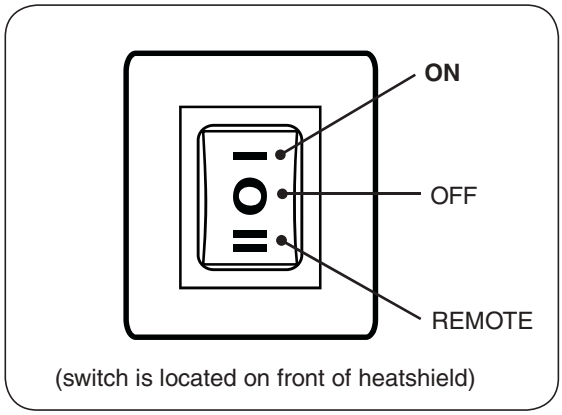

Fig. 12-1 Switch detail
1. Locate the 3-position switch found on the front of the heatshield (see Fig. 12-1). Press the switch up to the **ON** position.